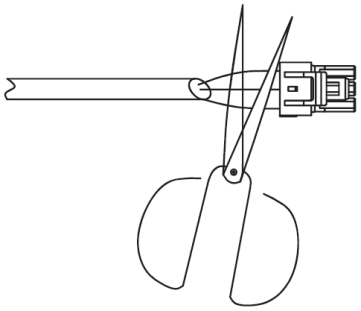

Fig. 22 —Shearing Outdoor Connector
1. Cut the connector on the outdoor unit side as shown in Fig. 22.